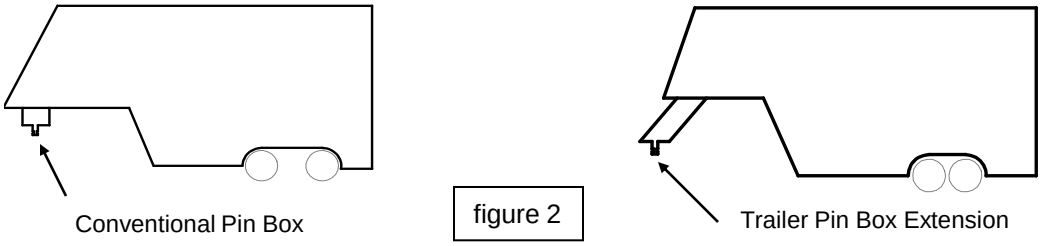

figure 2
1. 5th wheel trailers are typically designed for use with long bed (8 foot) trucks. These trucks provide ample turning clearance between the truck cab and trailer front. Short bed trucks (less than 8 ft. but longer than 6 ft.) require additional turning clearance to avoid truck cab or trailer damage during normal turns. This is best accomplished through the use of a trailer pin box extension (see figure 2). Cequent Towing Products suggest the use of a minimum of a 13 inch pin box extension to be able to comfortably make normal turning maneuvers with a short bed truck. Contact your trailer manufacturer for pin box extension options.